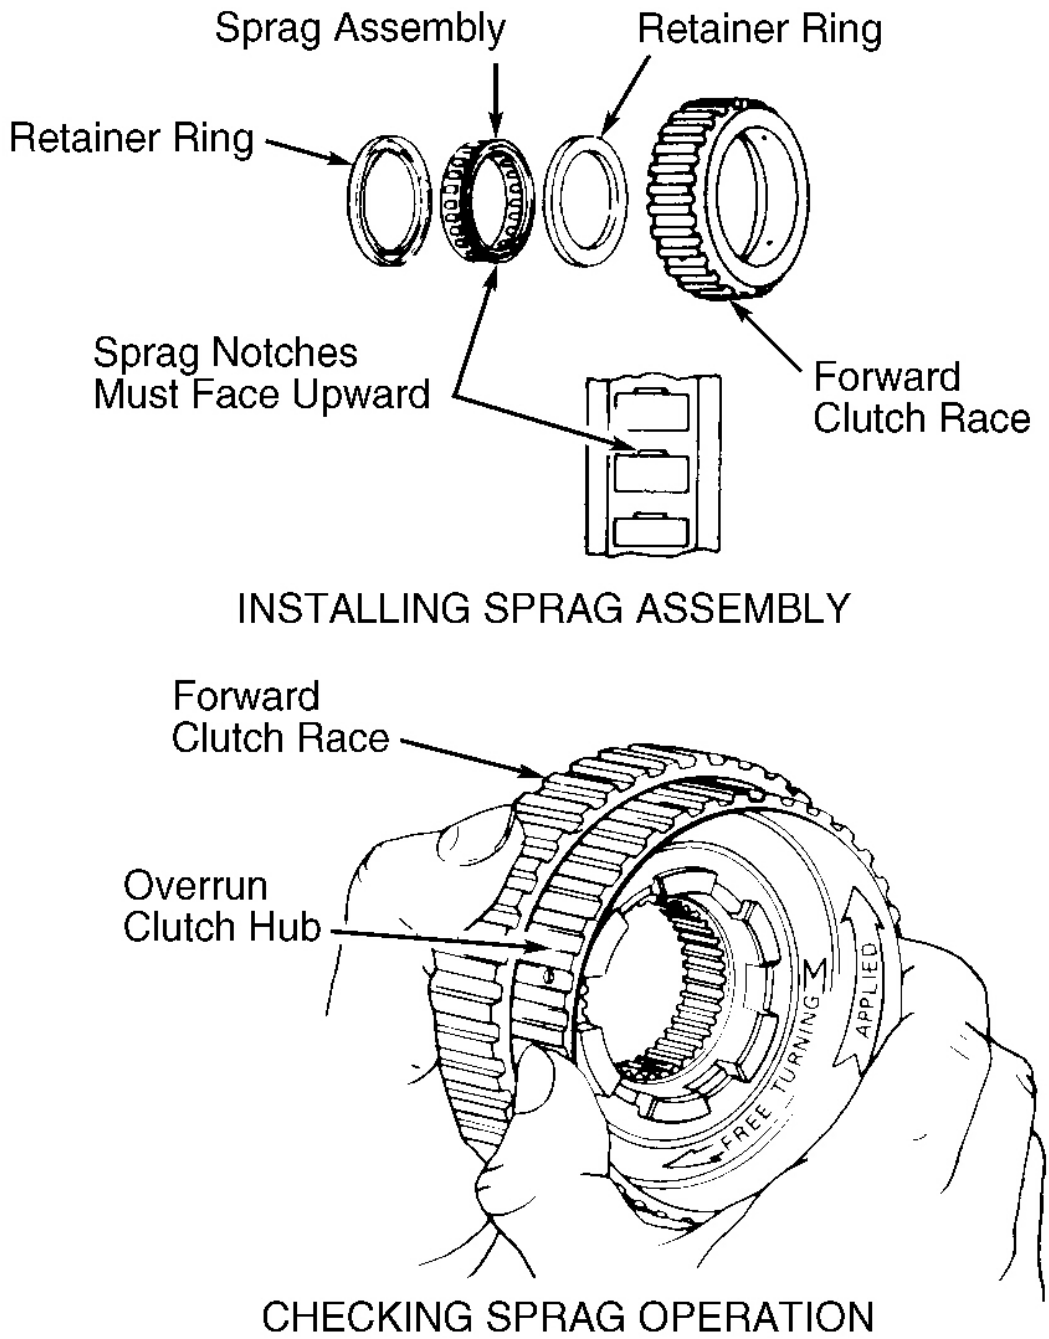

Fig. 22: Installing & Checking Forward Clutch Sprag Assembly
2. Install sprag assembly in forward clutch race. Notches located in sprag must face upward. See **Fig. 22** . Install snap ring on sprag retainer and race. Snap ring flange must face away from retainer and race.
4. Check sprag operation. Holding forward clutch race, rotate overrun clutch hub. Overrun clutch hub should turn freely clockwise and lock counterclockwise. See **Fig. 22** .